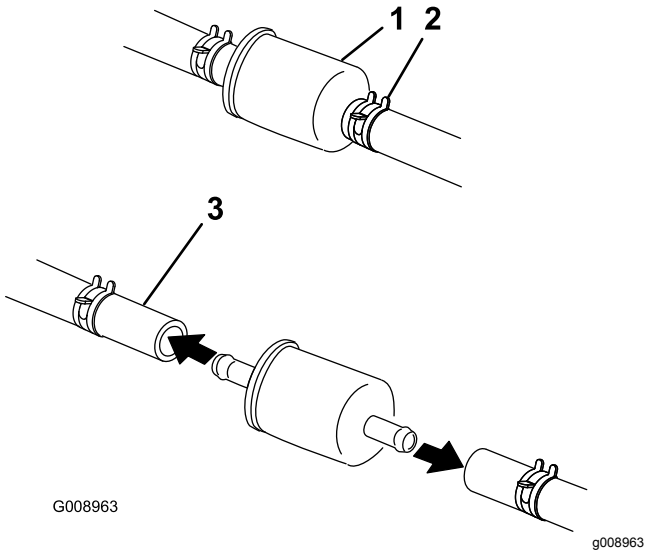

Figure 69
5. Remplacez le filtre à carburant (Figure 69).